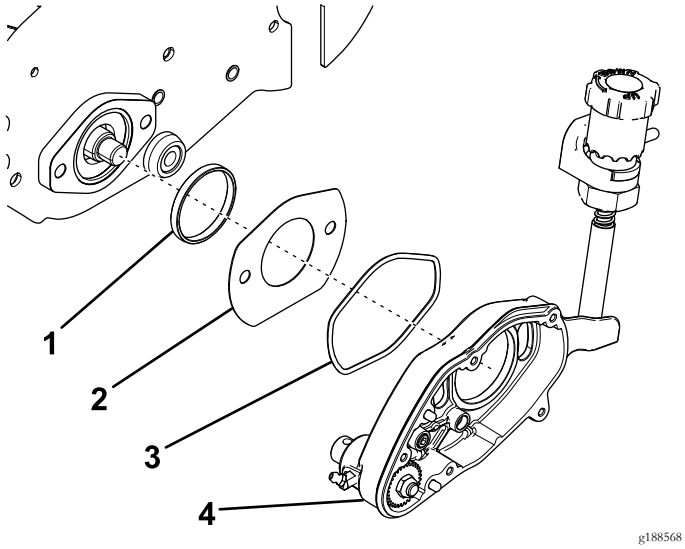

Figura 4
9. Rimuovete l'alloggiamento del groomer (Figura 4).
10. Rimuovete ed eliminate l'O-ring (Figura 4).
11. Rimuovete il coperchio fessura e l'anello adattatore (Figura 4).